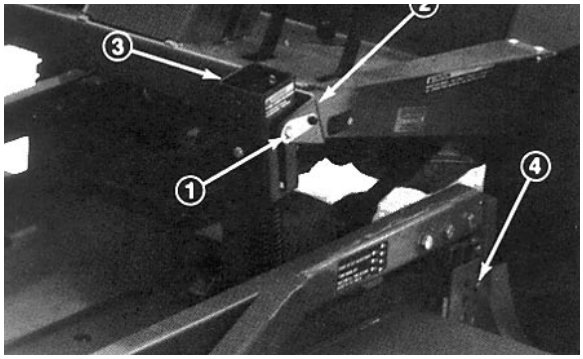

Figure 9
2. Désaccoupler les ressorts de compensation de l'unité de déplacement, enlever les goupilles de blocage des supports, séparer les ensembles de tension des ressorts des supports et les poser sur l'unité de coupe. Enfoncer légèrement les goupilles de blocage dans les supports pour éviter de les perdre (Fig. 9).
3. Abaisser l'unité de coupe, enlever les (4) axes des supports de hauteur de coupe (Fig. 9).